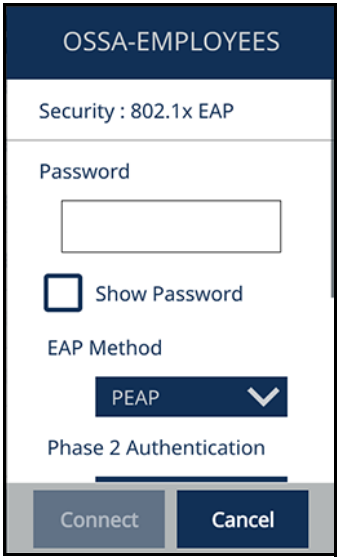

Рис. 4-25 Диалоговое окно аутентификации (часть A)
4. В поле **Пароль** введите пароль (см. Рис. 4-25 на стр. 137).